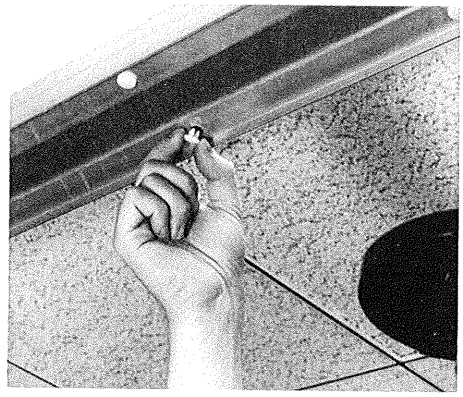

FIG. 10
12. At the ends of each complete track section, insert a hole plug into each of the open holes (Fig. 10).